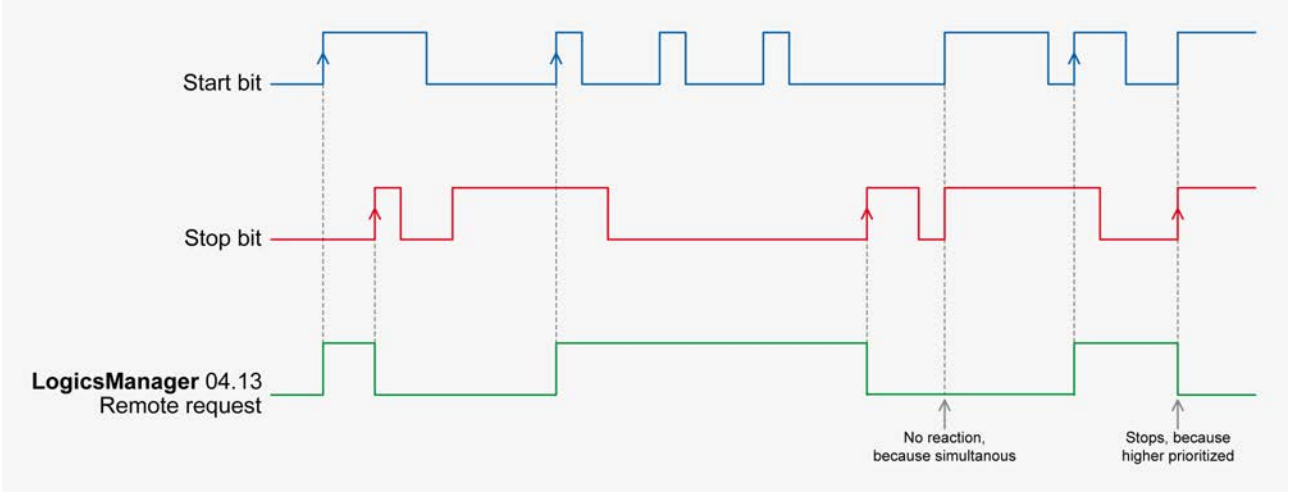

Fig. 182: Command variable
- The command variable "04.13 Remote request" changes to "0" (low) if the stop bit (ID 503, bit 1) changes from "0" to "1" (Fig. 182).